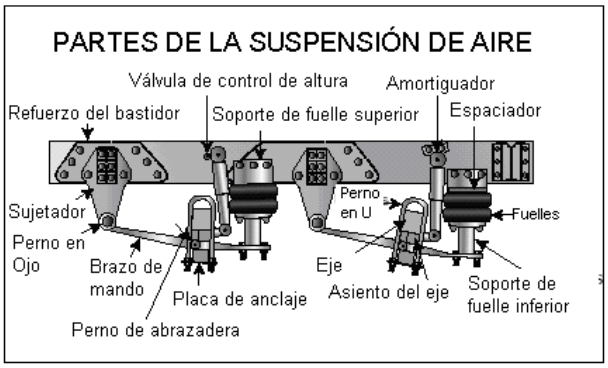

Figura 3.4
- Amortiguadores con fugas. Vea la Figura 3-4.
- Sistemas de suspensión de aire que estén dañados y/o con fugas (Figura 3-4).